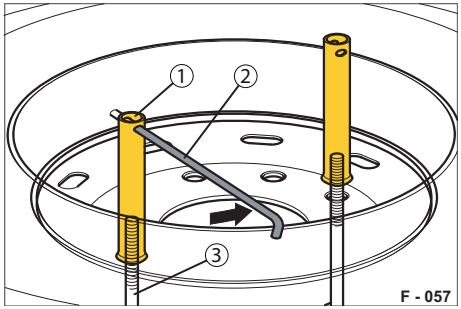

Abb. 84 Lösen der Rohrmuttern
- ▶ Schrauben Sie die Rohrmutter (Abb. 84/1) ab.
Verwenden Sie den Querstab als Hebel und halten Sie die Hakenschraube (Abb. 84/3) fest.